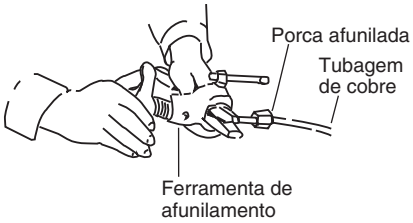

Fig. 5-3
(3) Retire a porca afunilada da unidade e certifique-se de montá-la no tubo de cobre.
(4) Faça um funil na extremidade do tubo de cobre com uma ferramenta de afunilamento. (Fig. 5-3)